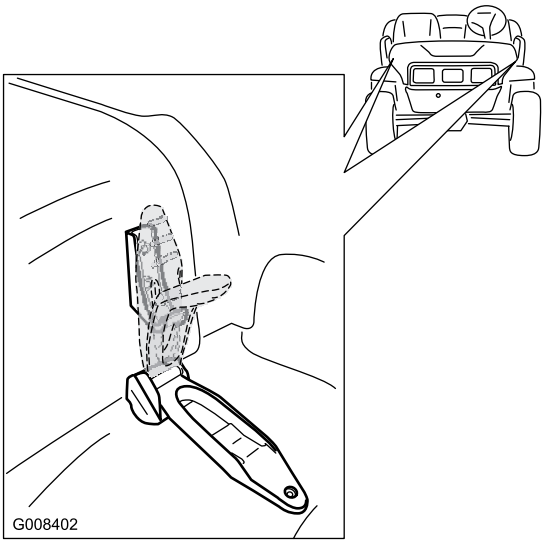

Rysunek 24
1. Pociągnij w górę uchwyt gumowych zaczepów po obu stronach maski (Rysunek 24).
2. Zamocuj maskę, dociskając gumowe zaczepy do ich uchwytów po obu stronach maski (Rysunek 24).